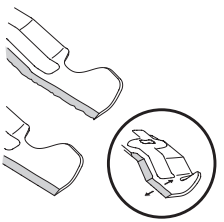

Figura 23
5. Para afilar la cuchilla de corte correctamente, extraiga cantidades iguales de metal de ambos extremos de las cuchillas a lo largo de los bordes cortantes, paralelo al borde de caída, a un ángulo de 25° a 30°. Afile siempre cada borde de las cuchillas de corte de forma pareja para mantener un equilibrio adecuado entre las mismas (Figura 23).